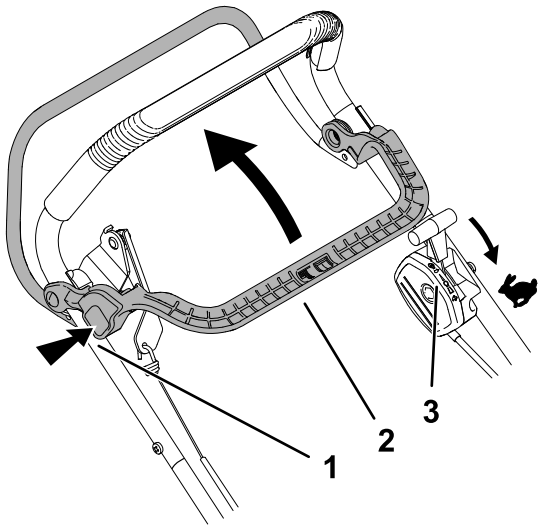

Figuur 16
1. Zorg ervoor dat de gashendel in SNEL staat (Figuur 16).
2. Druk de vergrendelingsknop van de mesremkoppeling (BBC) in en trek de bedieningshendel van de BBC naar achteren tegen de handgreep (Figuur 16).